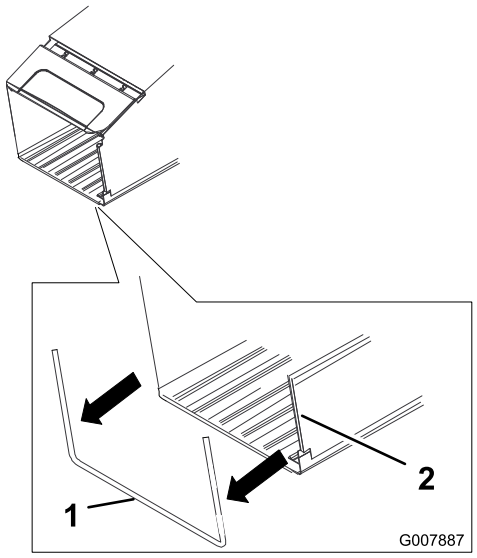

Figura 6
1. Montate i due profilati laterali del cesto di raccolta al telaio di quest'ultimo, come illustrato nella Figura 6.